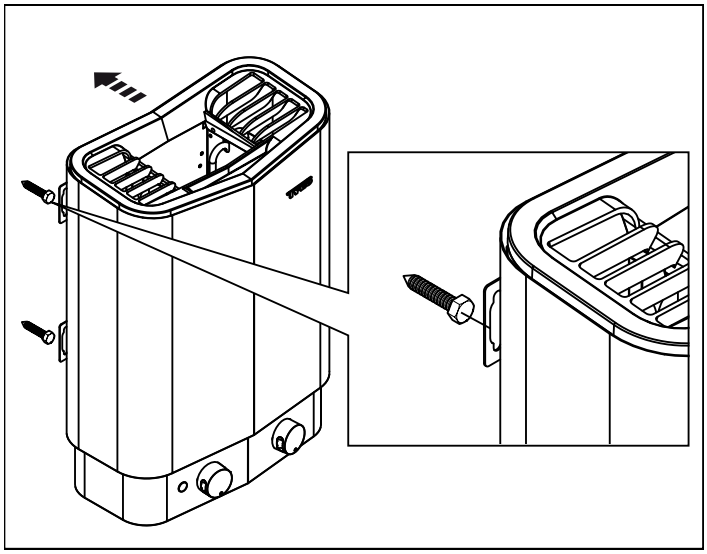

Afbeelding 9: Hang de kachel op
7. Hang de kachel op aan de schroeven (zie afbeelding 9).